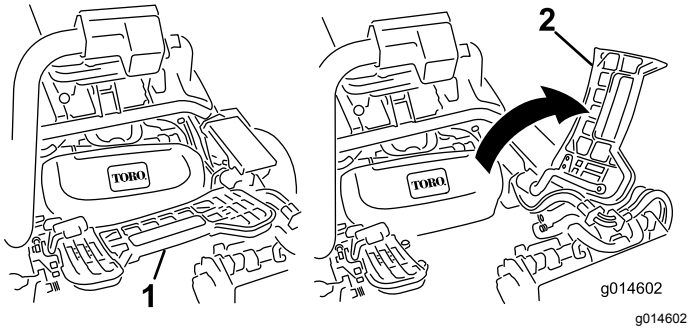

Figur 44
1. Hæv fodstøtten, og vip den åben, så du får adgang til klippeenhedens midterste position (Figur 44).